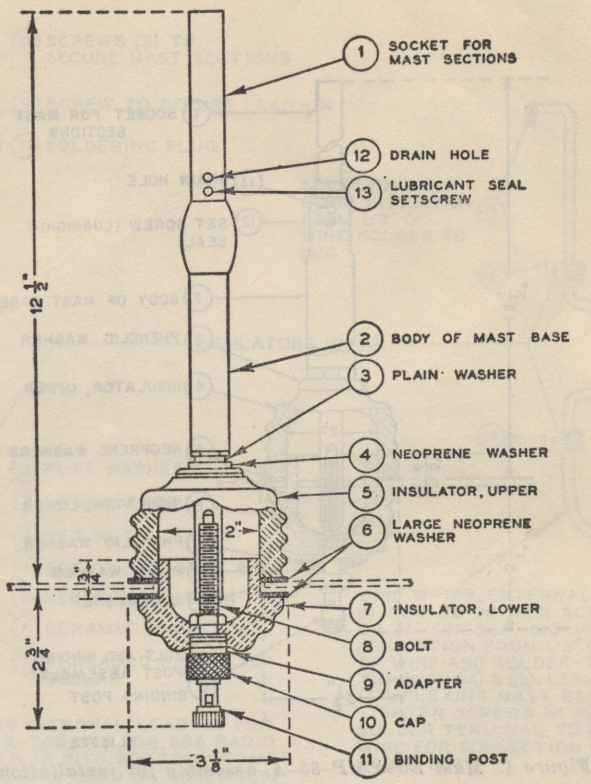
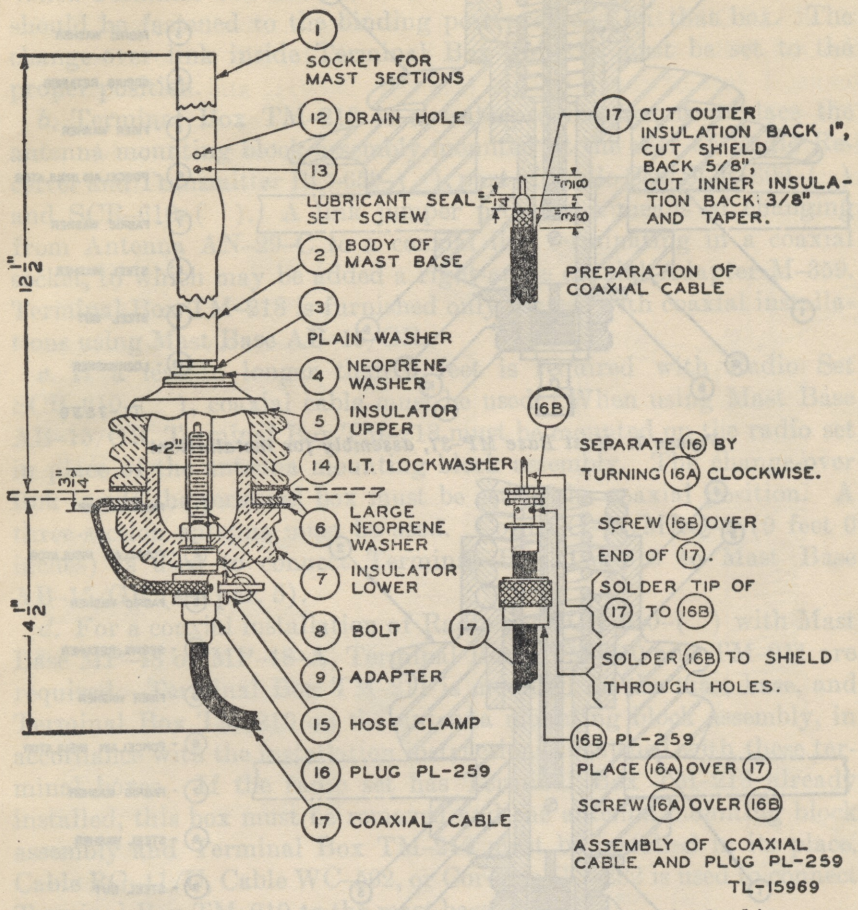

Figure 5. Mast Base AB-15/GR, assembly for Wire W-128 lead-in.
Figure 6. Mast Base AB-15/GR, assembly with coaxial lead-in.
c. Mast Bases MP–65 and MP–65–A are provided with a binding post for connection of wire lead-in. Mast Base AB–15/GR is provided with a binding post adapter, a grounding clamp, and one Plug PL–259. When the binding post adapter is used for a wire lead-in installation (fig. 5), the grounding clamp must be removed from the mast base assembly. When a coaxial line terminating in Plug PL–259 is required (fig. 6), the grounding clamp must be used.